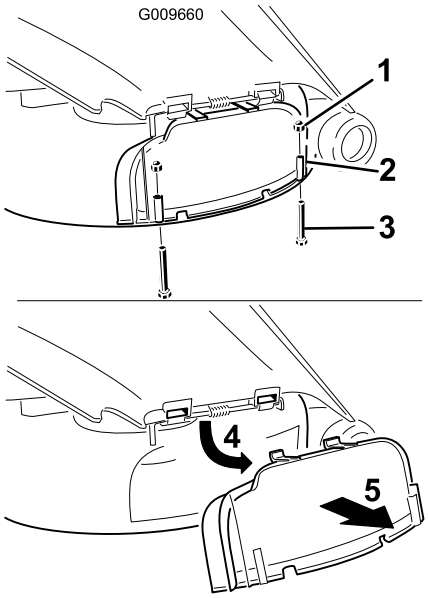

**Figur 28**
3. Fjern de to boltene og mutterne som fester utslippsdekselet til gressklipperen (Figur 28).